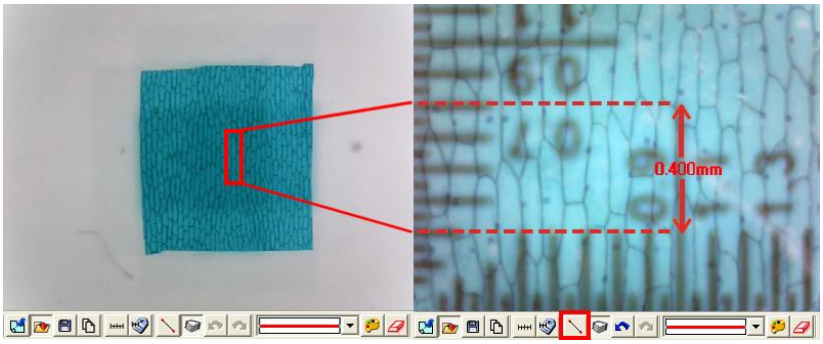

Fig . 5-34 The Cross
c. Cross: The main purpose for the Cross is to calibrate the program and also as a measurement. The Cross (See above chart c) has 3 kinds of units as 0.05mm, 0.1mm and 1mm scale. It will measure 0.05mm, 0.1mm at high magnification and 0.1mm, 1mm at low magnification. The Cross can measure the Length and Width accurately, ie.: Fig 5-34, Measure the length of the onion cell as the red rectangle which is approximate 0.400mm.